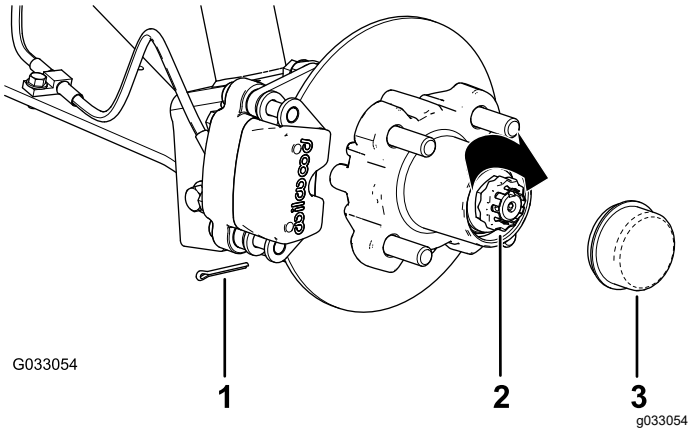

Figur 35
8. Monter holderen over møtrikken og kontroller justeringen af rillen i holderen og hullet i spindlen til låseclipsen (Figur 35).
9. Monter låseclipsen og bøj hvert ben omkring holderen (Figur 35).
10. Monter støvhætten på navet (Figur 35).